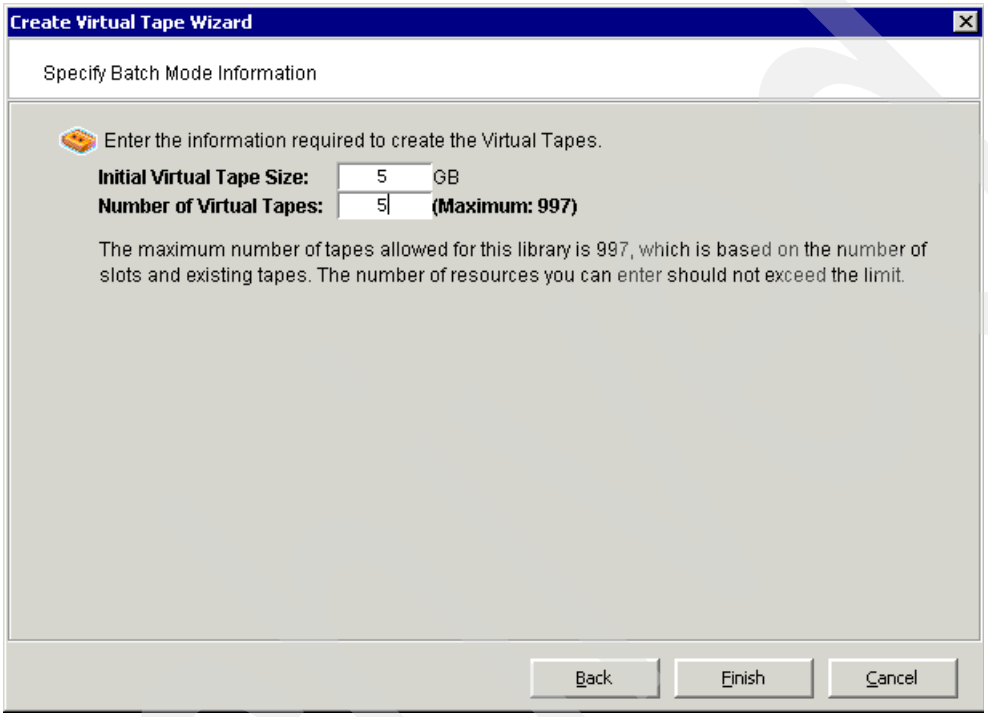

Figure 4-36 Selecting the initial size and number of tapes
3. In the Specify Batch Mode Information panel (Figure 4-36), the initial size per default is 5 GB. In this example, we keep the default. As explained earlier, the virtual volume will expand in increments of 5 GB for LTO2 and 3592 and in increments of 7 GB for LTO3, if more data is written to the tape than can fit in its original size. We create five virtual tapes.